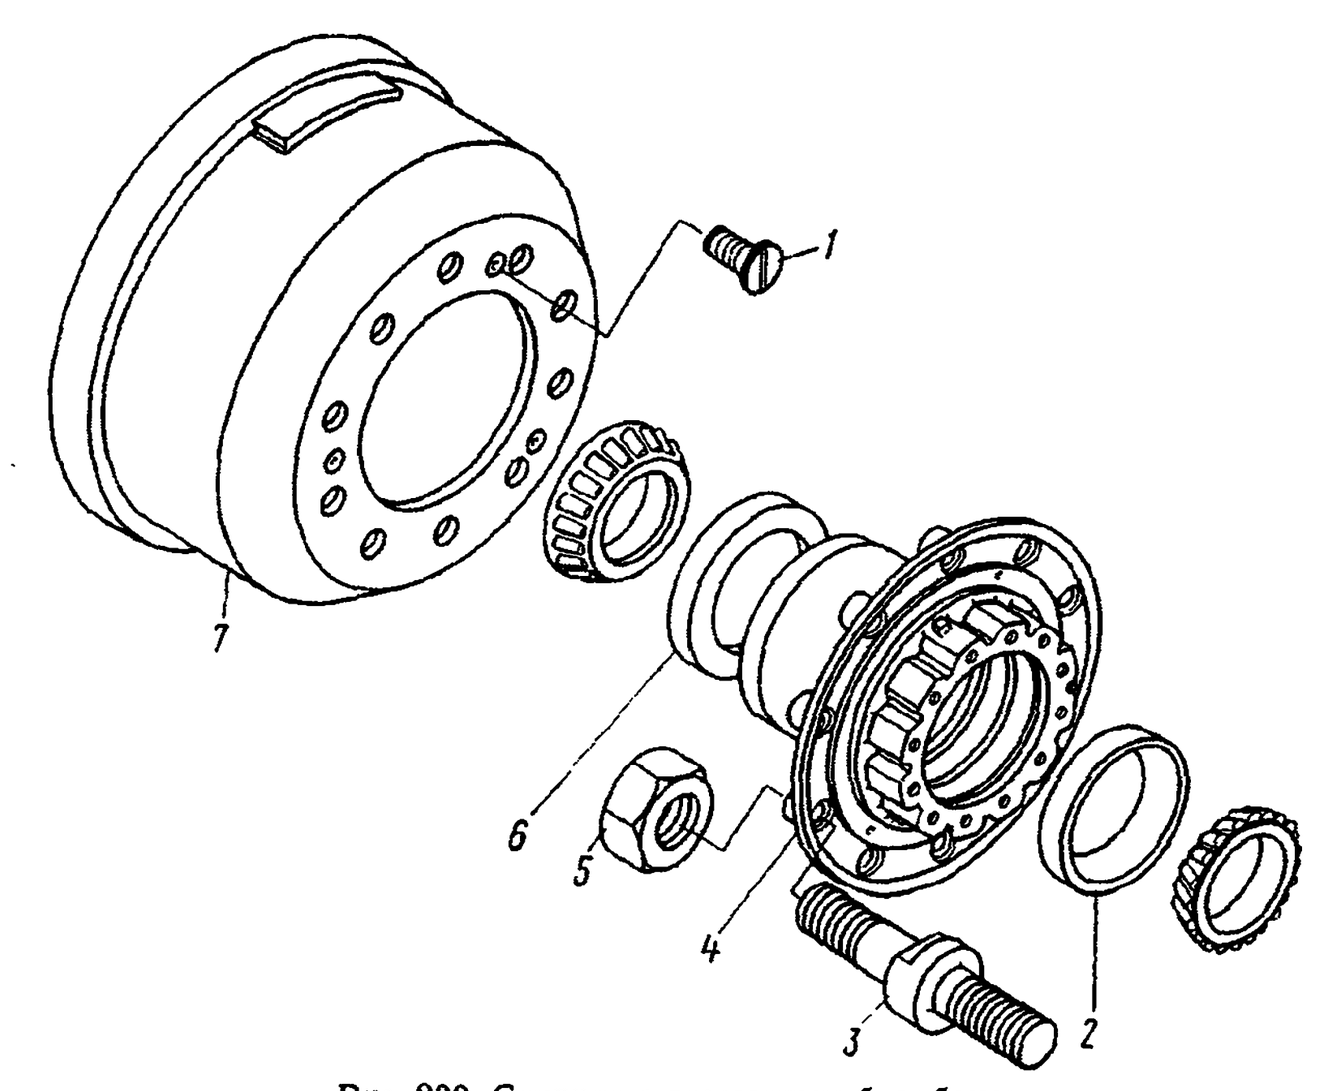
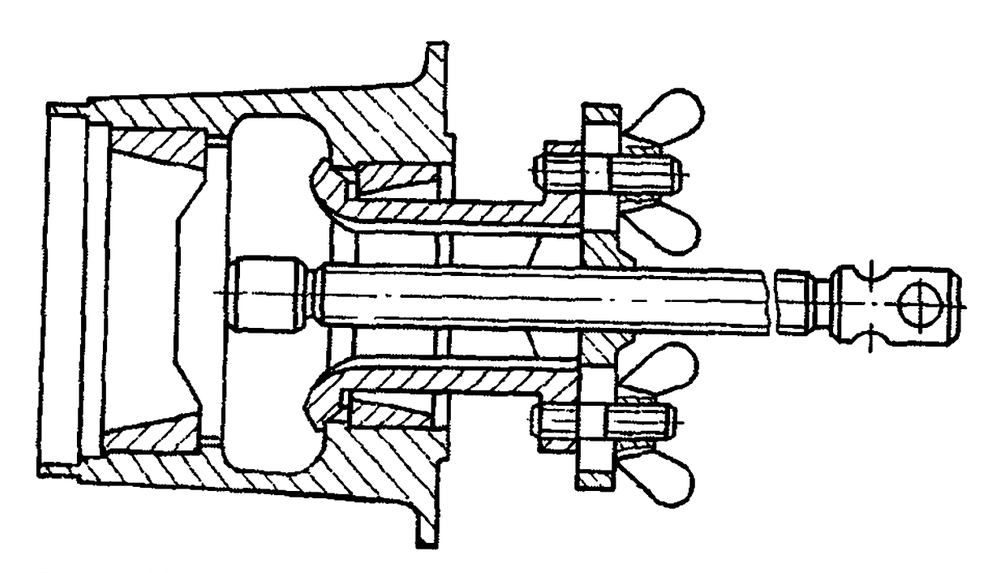

Рис. 239. Ступица с тормозным барабаном:
Рис. 240. Приспособление для выпрессовки наружных колец подшипников ступиц переднего и заднего колес
1. Раскерните и отверните гайки *5* (рис. 239) крепления тормозного барабана и выпрессуйте шпильки *3* из отверстий ступицы колеса	Торцовый ключ 30 мм, молоток, кернер, выколотка
3. Приспособлением (рис. 240) выпрессуйте наружные кольца *2* и *6* (см. рис. 239) подшипников ступицы	Приспособление
5. Запрессуйте наружные кольца *2* и *6* (см. рис. 239) подшипников до упора в бурт ступицы	Оправки диаметром 140 мм и 160 мм, молоток